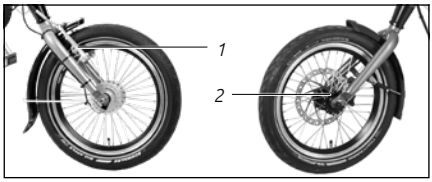
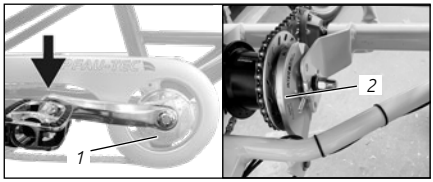

Fig. :39
Fig. :40
- Vérifiez à l'aide des illustrations *(« Fig. :39 », « Fig. :40 »),* le type de frein qui est installé sur votre véhicule et consultez le passeport de votre vélo *(voir « 32. Passeport du vélo » à la page 85).*